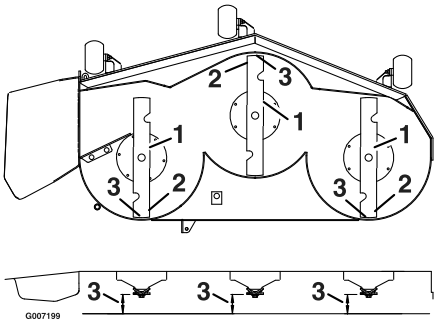

Figuur 52
8. Draai de messen voorzichtig rond, totdat zij in de lengterichting wijzen (Figuur 52).
9. Meet de afstand tussen de rand van zowel het voorste mes als de rand van het achterste mes tot het horizontale oppervlak (Figuur 52). Als de rand van het voorste mes niet 1,6–7,9 mm lager staat dan de rand van het achterste mes, moet u de voorste maaidekdrager afstellen.